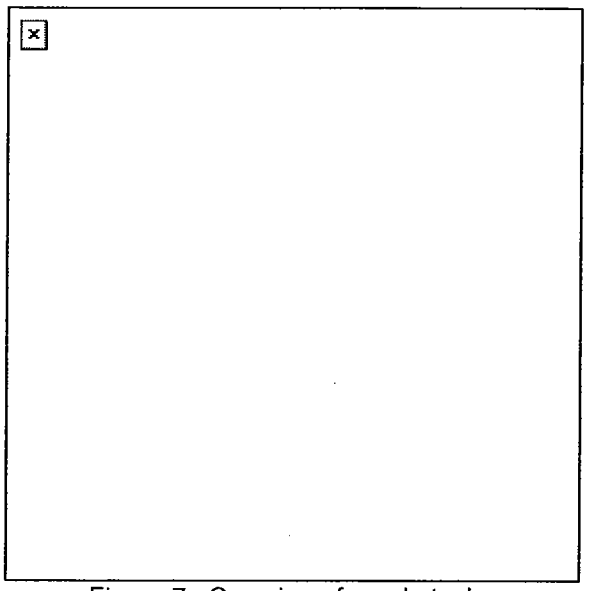

Figure 7. Crossing of an obstacle.
(1) Before crossing a wall or fence, look at and beyond it for booby traps, enemy positions, and covered or concealed positions.
(2) Move rapidly to the obstacle and roll quickly over it, keeping the lowest silhouette possible. Speed and a low silhouette deny the enemy a well-aimed shot.
(3) Move rapidly to the nearest position while maintaining a low silhouette with the weapon at the ready position (Figure 7).